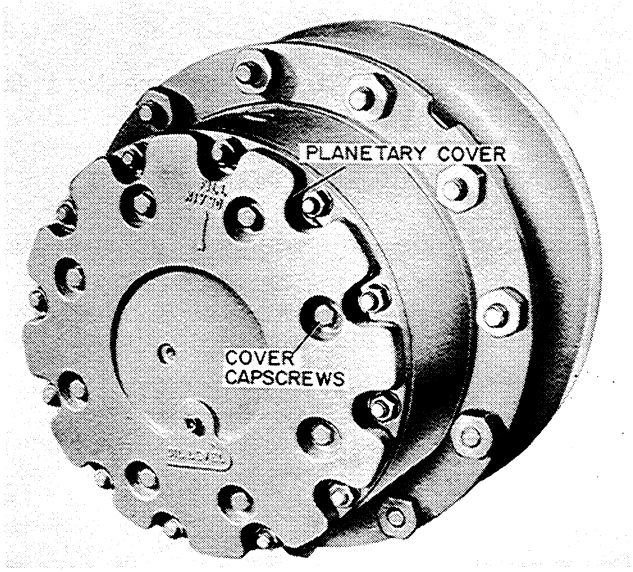

Figure T-79
2. Install the planetary cover and capscrews, torque the cover capscrews evenly to 54 to 58 foot pounds, Figure T-79.